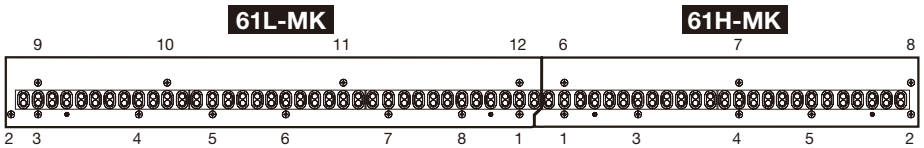

Fig.8
* ***When installing the circuit board 61L-MK, tighten the screws from No. 1 to 12 in the numerical order as shown in the figure "61L-MK" in Fig.8. (Fig.8)***
* ***When installing the circuit board 61H-MK, tighten the screws from No. 1 to 8 in the numerical order as shown in the figure "61H-MK" in Fig.8. (Fig.8)***